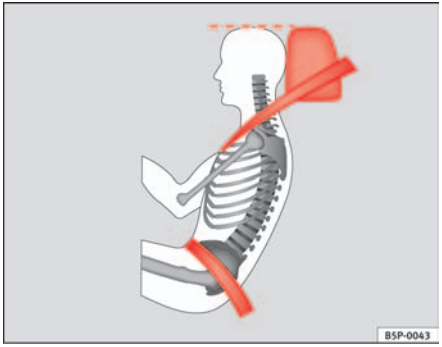

Fig. 14 Correct belt web and head rest positions, viewed from side
- **The lap part of the seat belt must lie across the pelvis, never across the stomach. The seat belt must lie flat and snugly on the pelvis ⇒ page 25, fig. 14. Pull the belt tight, if necessary to take up any slack.**